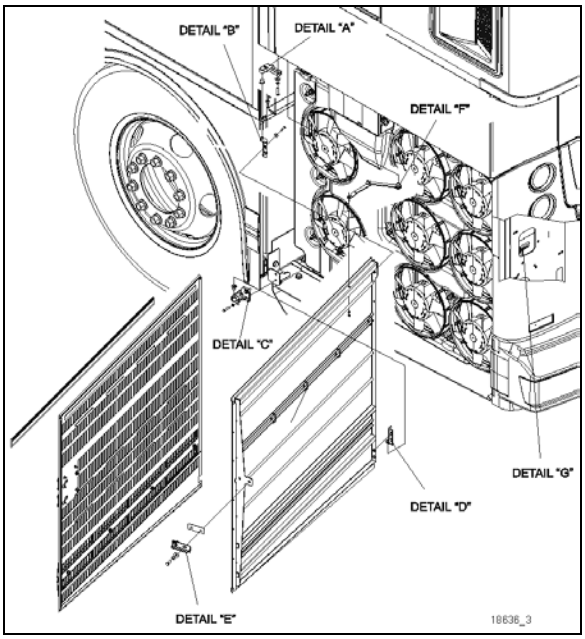

FIGURE 130: RADIATOR DOOR
6. Loosen the bolts, (details “A” & “C”, Figure 130) holding the hinge to the vehicle structure to shift the door "LEFT or RIGHT".
7. Loosening the bolts (details “B” and “D”, Figure 130) allows the door to be shifted "UP or DOWN".